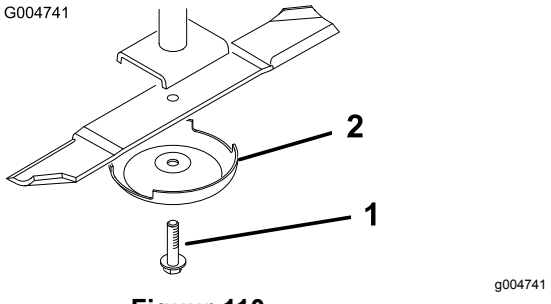

**Figuur 110**
3. Verwijder de mesbout, de antiscalpeercup en het mes van de as (Figuur 110).